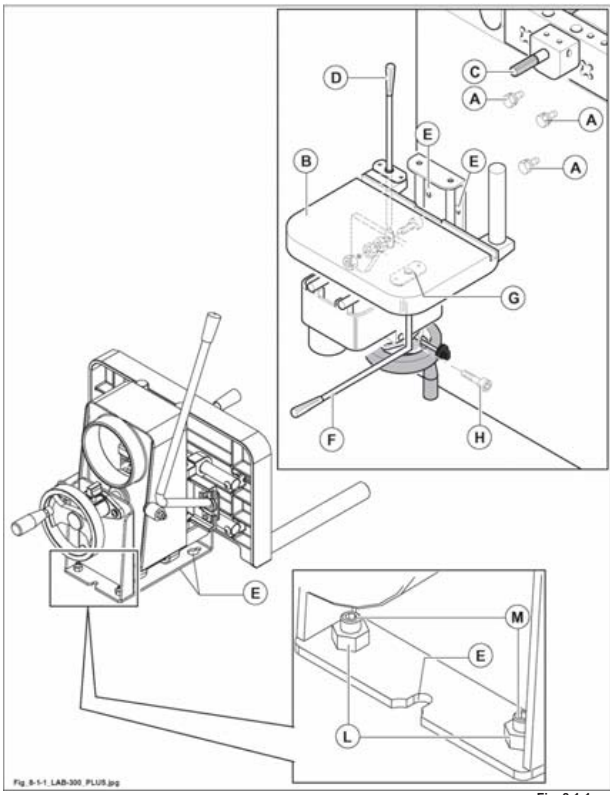

Fig. 8.1-1
1) Predisporre le viti (A fig. 8.1-1) sul basamento della macchina.
2) Inserire la cavatrice (B fig. 8.1-1) nelle teste delle viti (A fig. 8.1-1) in corrispondenza dei tre fori (E fig. 8.1-1).
3) Inserire la leva (F fig. 8.1-1) nella sede del supporto (G fig. 8.1-1) e avvitare la vite (H fig. 8.1-1).
4) Bloccare la leva (D fig. 8.1-1) tramite vite e dado.
5) Allentare i dadi (L fig. 8.1-1).
Avvitare le viti (A fig. 8.1-1) fino ad unire la cavatrice al basamento e registrare il parallelismo del piano rispetto la punta (C fig. 8.1-1) (vedi "Punte per mandrino - montaggio" par. 8.1.2) agendo sui grani (M fig. 8.1-1).
Verificare il parallelismo nelle diverse posizioni traslando il piano (B fig. 8.1-1) tramite la leva (D fig. 8.1-1).
Serrare i dadi (L fig. 8.1-1).
6) Serrare le viti (A fig. 8.1-1) a regolazione ultimata.